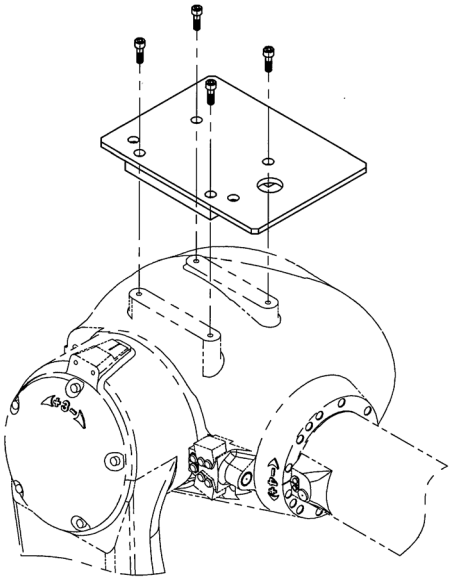

Fig. 1.1 Montage der Halterung (Verfahren 1)
1. Unter Bezugnahme auf Abb. 1.1 die Halterung auf dem Schulterbereich des Arms montieren.